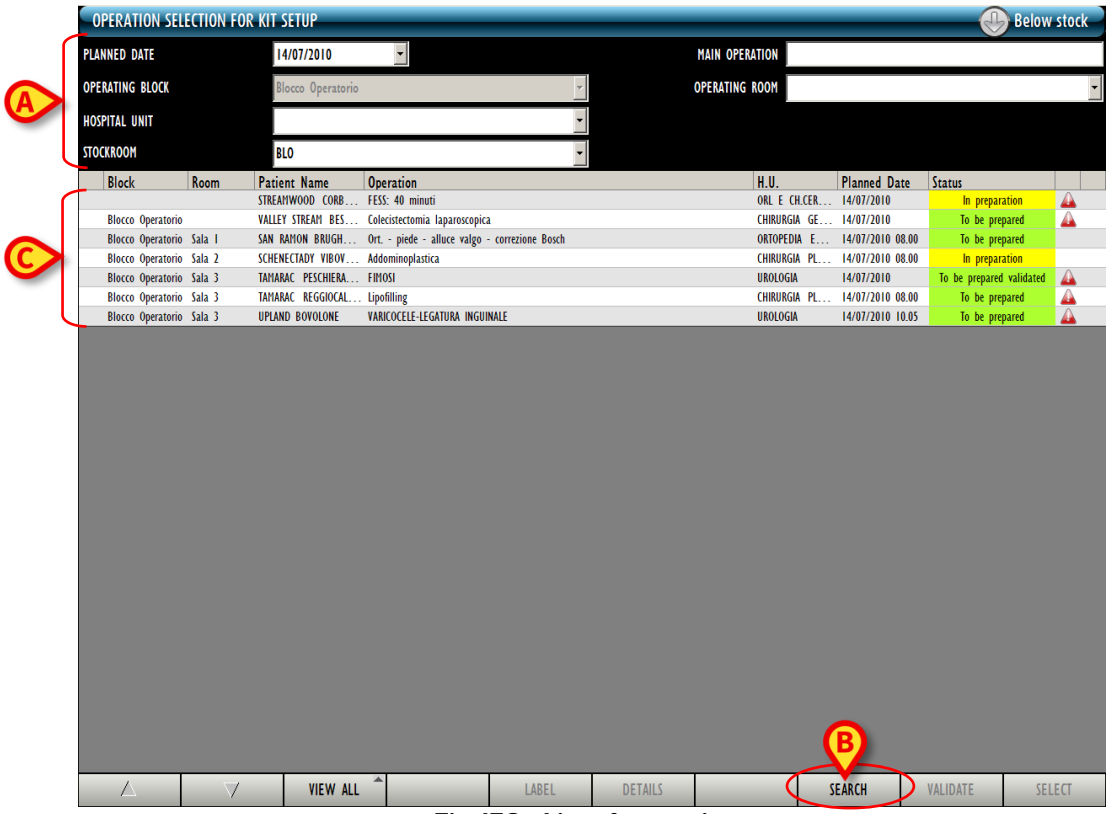

Fig 158 - List of operations
- ➢ Specify the filters values (Fig 158 **A**).
- ➢ Click the **Search** button on the command bar (Fig 158 **B**).
The list of operations is displayed in the data area (Fig 158 **C**).